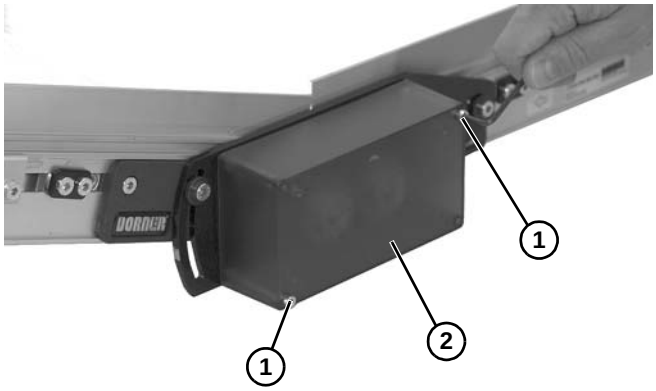

Abbildung 76
1. Zwei Schrauben **(Abbildung 76, Teil 1)** und Abdeckung **(Abbildung 76, Teil 2)** entfernen.